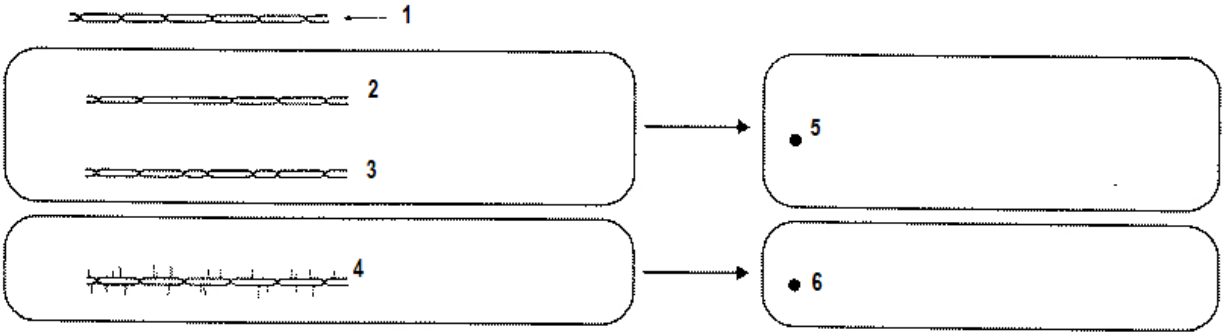

рис.28
17. Регулировка давления прижимной лапки. (Рис.28, 29)